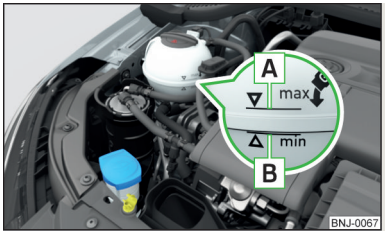

Fig. 171
Verificar el estado del líquido refrigerante - el líquido refrigerante tiene que estar entre las marcas A y B » fig. 171. Si el estado del líquido refrigerante está debajo de la marca B, rellenar el líquido refrigerante.
La **especificación** del líquido refrigerante se encuentra en el depósito de compensación del líquido refrigerante » fig. 171.
- No rellene el depósito de líquido refrigerante por encima de la marca A » fig. 171. El líquido refrigerante puede ser presionado por el calentamiento del sistema de refrigeración - Existe el peligro de un daño de las partes del vano motor.